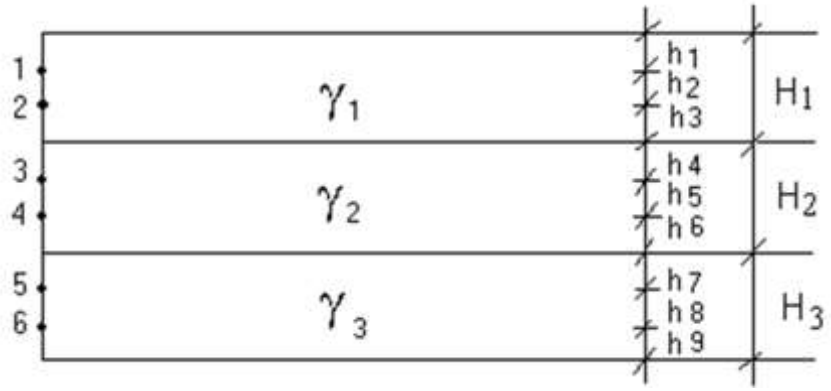

Рис. 1. Деление слоёв грунта на элементарные слои
- каждый из геологических слоев разбивается на три элементарных слоя, с указанием их мощности (рис.1)
Например, нам необходимо определить среднее значение удельного веса грунта в пятой точке (рисунок 1), рассчитаем